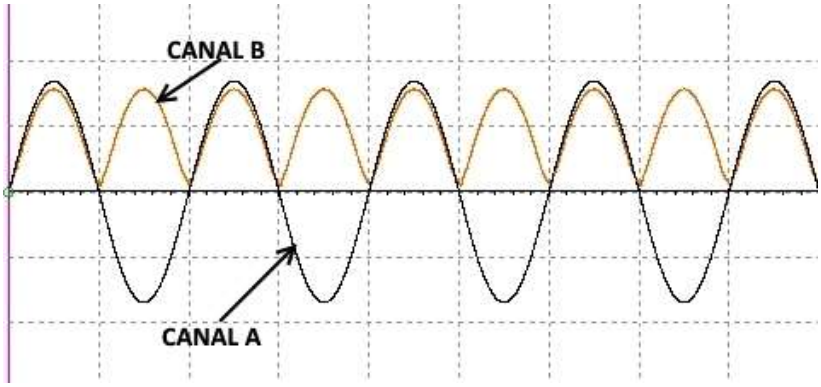

Figura 4.12 Oscilograma redresorului mono-alternanță – fără filtru
4. Cu întrerupătorul K în poziția deschis (fără filtru) se simulează funcționarea și se notează în tabelul 4.2 valorile Uef și Umed indicate de voltmetrele din circuit și Uv indicată de osciloscop. Oscilograma este prezentată în **figura 4.12**.